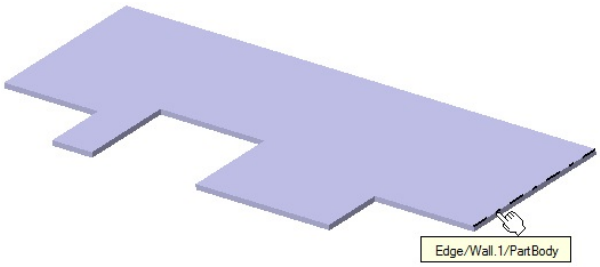

Figure 15-121 *Selecting the edge for creating the flange*
c. Add the flange on the right and left faces of the top feature, refer to Figures 15-121 through 15-123.
2. Select the edge on which you need to create the flange, as shown in Figure 15-121; the name of the selected edge is displayed in the **Spine** display box.